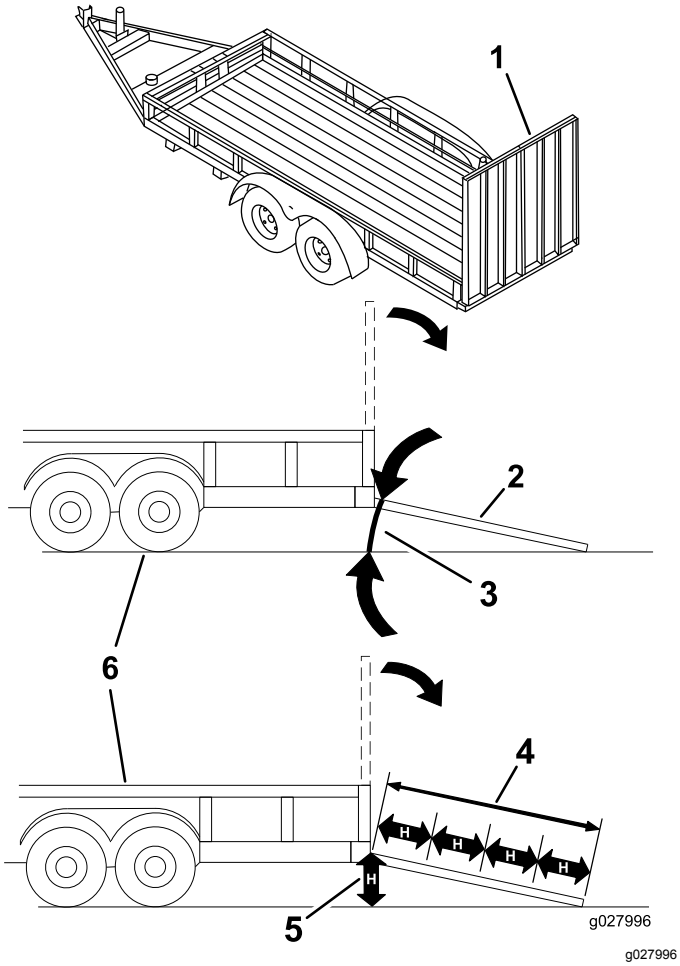

Figur 43
Om man lastar på en maskin på ett släp eller en lastbil ökar risken för att välta, vilket kan orsaka allvarliga personskador och innebära livsfara (Figur 43).
3. Sänk ned rampen och säkerställ att vinkeln mellan rampen och marken inte är större än 15 grader (Figur 43).
1. Sänk ned rampen och säkerställ att vinkeln mellan rampen och marken inte är större än 15 grader (Figur 43).